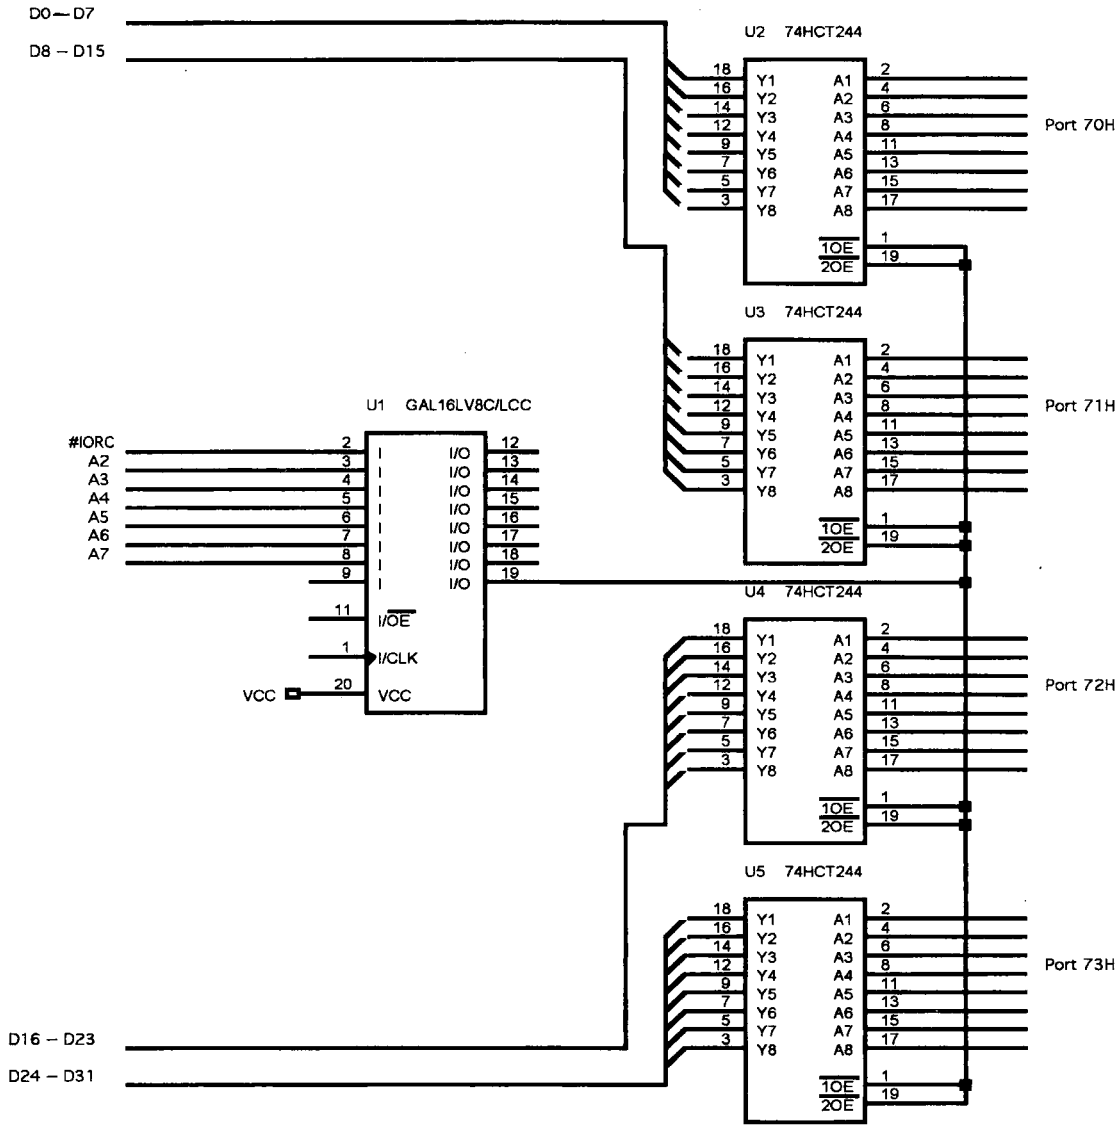

图 11-16 对 80486DX 微处理器地址为 70H～73H 的一个 32 位输入端口译码
图 11-16 中电路给出了 80386DX～80486DX 微处理器的一个 32 位输入端口。与早期的接口一样,此电路使用一个 PLD 译码 I/O 端口,使用 4 个 74HCT244 缓冲器将 I/O 数据与数据总线相连。此电路译码的 I/O 端口为 8 位端口 70H～73H,如例 11-6 中的 PLD 程序所示。再次提醒,这里只译码 8 位 I/O 端口地址。当编写软件来访问此端口时,对 32 位输入使用地址 70H,正如指令 IN EAX,70H 一样。
-- 图 11-16 中译码器的 VHDL 代码描述